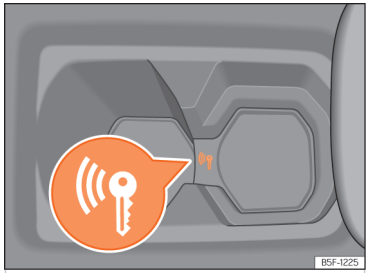

Abb. 120 In der Mittelkonsole: Notstart.
- Unmittelbar nach Drücken des Starterknopfes legen Sie den Schlüssel in den Getränkehalter in der Mittelkonsole ››› (Abb. 120) so nah wie möglich am Logo *Kessy*.